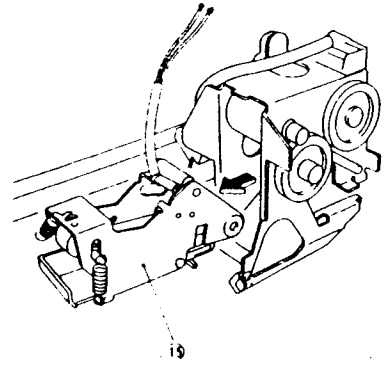

Рис. 7 NZM-0284
⑮ (Рис. 7) Выньте прижимной держатель из корпуса степлера.